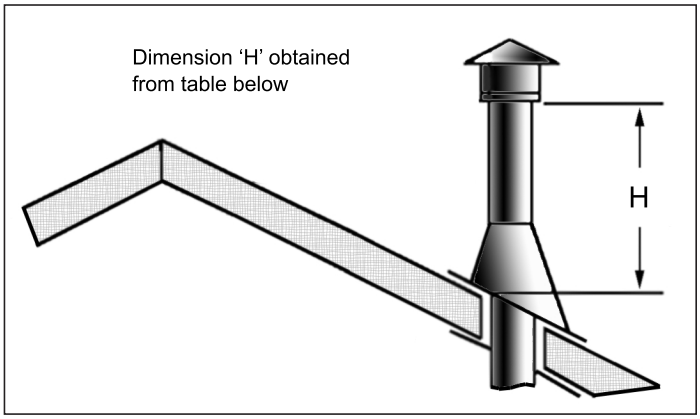

Figure 47: Height of Vertical Termination; Reference Table 7
Step 8. Continue to add pipe sections until the height of the vent cap meets the minimum code requirements. Refer to Figure 47 and Table 7. Note that for steep roof pitches, the vent height must be increased. In high wind conditions, nearby trees, adjoining roof lines, steep pitched roofs, and other similar factors can result in poor draft, or down drafting. In these cases, increasing the vent height may solve the problem.
Table 7: Minimum 'H' for Figure 47.